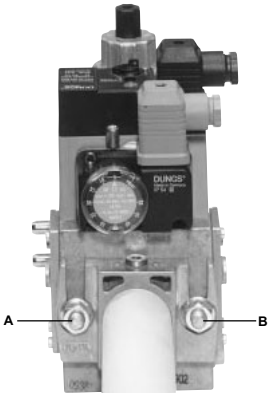
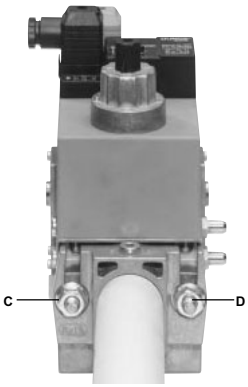
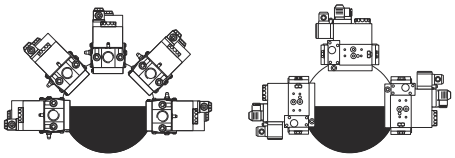

Fig. 3
Fig. 4
Fig. 6
3. stringere le viti A, B, C e D (Fig. 3 - Fig. 4), rispettando le posizioni di montaggio (Fig. 6);